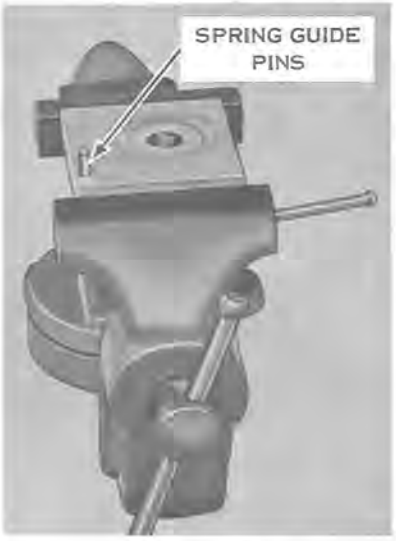

Figure 7-4
a. Clamp base of starter spring winder (Service Tool #675023) in vise (see Figure 7-4). Place inside spring end loop over pulley anchor pin. Place outside spring end loop between pins on fixture base.